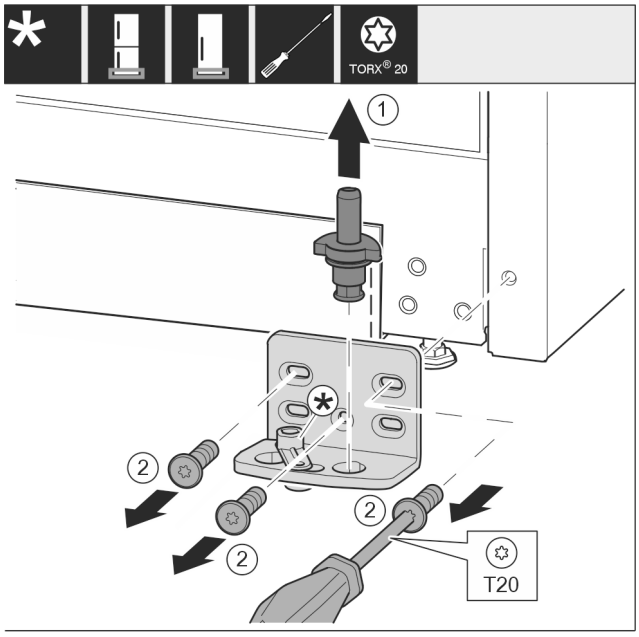

Fig. 12
- ▶ Trekk lagerbolten komplett opp og av. *Fig. 12 (1)*
- ▶ Skru ut skruene med skrutrekker T20, og ta av lagerbukken. *Fig. 12 (2)*